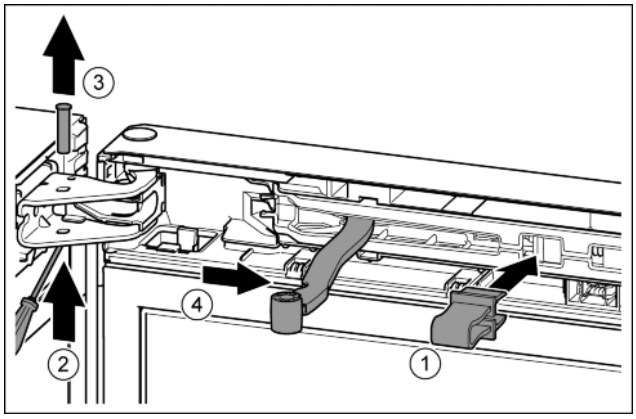

*Fig. 13*
▶ Engage the safety device in the opening. *Fig. 13 (1)*
▶ Undo the bolt with a T15 screwdriver. *Fig. 13 (2)*
▶ Remove the bolt in an upward direction. *Fig. 13 (3)*
▶ Turn the hinge in the direction of the door. *Fig. 13 (4)*